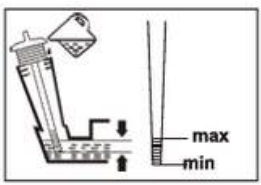

Abb. 9
4. Der Ölstand muss sich zwischen den Markierungen „max“ und „min“ befinden. Fügen Sie bei Bedarf weiteres Öl hinzu. Überfüllen Sie den Tank nicht (Abb. 9).
6. Wischen Sie verschüttetes Öl mit einem weichen Tuch ab und setzen Sie den Öltankdeckel (22) wieder auf.